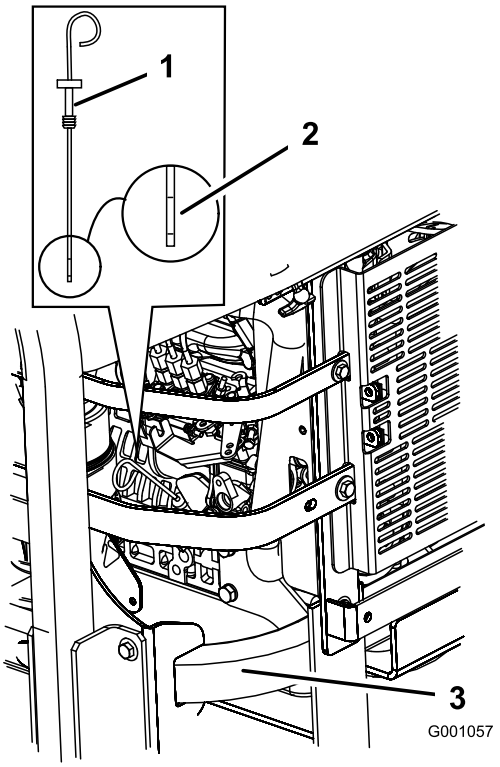

**Figuur 43**
3. Maak de omgeving van de peilstok schoon (Figuur 43), zodat er geen vuil in de vulopening kan komen, waardoor schade aan de motor kan ontstaan.
4. Trek de peilstok eruit en veeg het metalen deel schoon (Figuur 43).
5. Schuif de peilstok helemaal in de vulbuis. Trek de peilstok uit en controleer het oliepeil op het metalen deel (Figuur 43). Als het oliepeil te laag is, moet u langzaam net genoeg olie in de vulbuis gieten totdat het peil de Vol-markering bereikt.